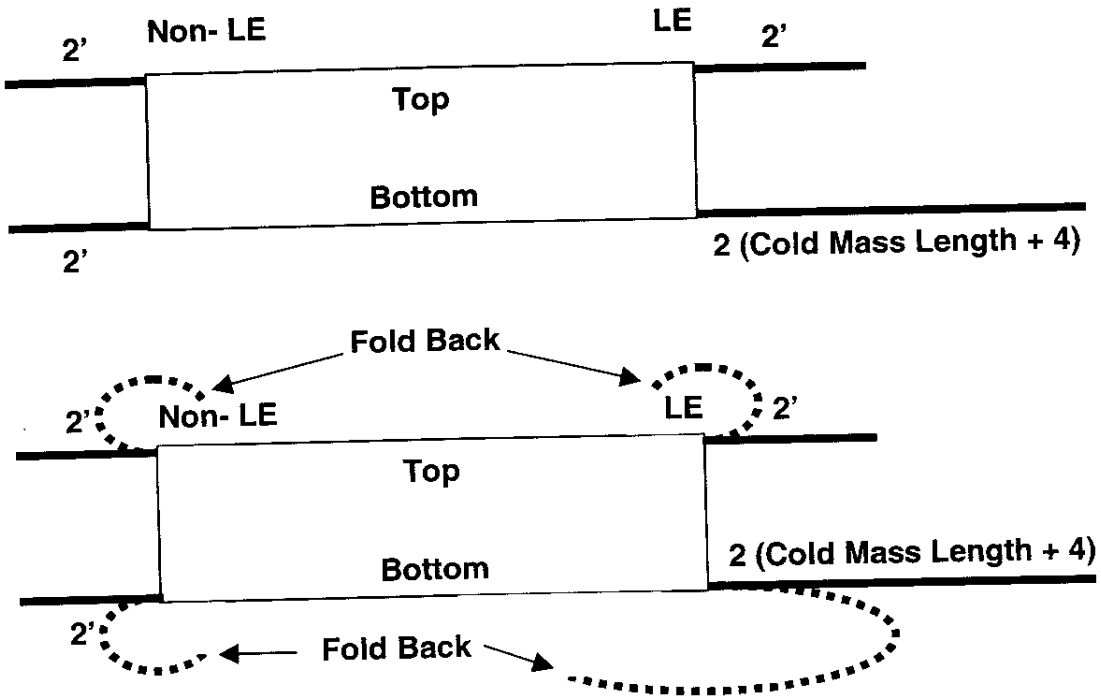

**Figure 5.6**
5.6 Pull the two pieces of Nomex (MB-430064) through the Bus Slot. Leave two feet of Nomex extending past the end of the Cold Mass at the Lead End and Non-Lead End. Fold top piece over top of Cold Mass and fold bottom piece under bottom of Cold Mass. (As shown n figure 5.6 below)